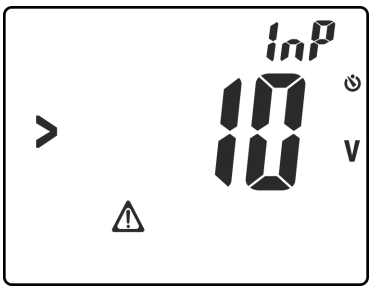

Fig. 17: Presencia tensión en los terminales de entrada
7. Pulse la tecla **GO/HOLD para activar la prueba**. La pantalla de Fig. 17 puede ser mostrada en el visualizador señalando la presencia de una tensión **>10V** presente en los terminales de entrada que bloquea el desarrollo de la prueba